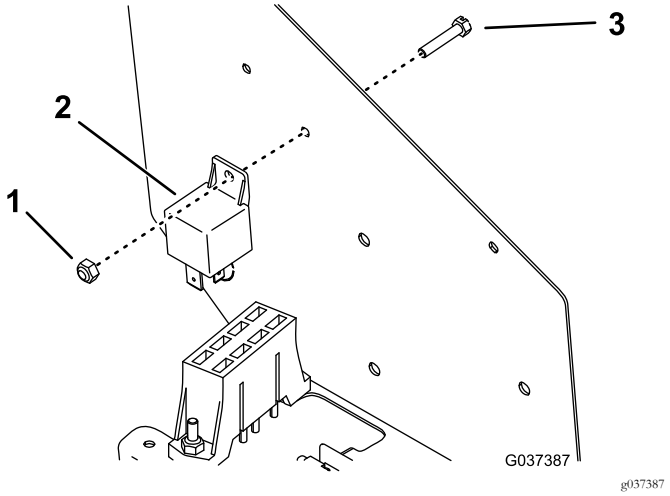

Figur 10
6. Monter strømreleet til innsiden av kontrollpanelet med en skrue og mutter (Figur 10).